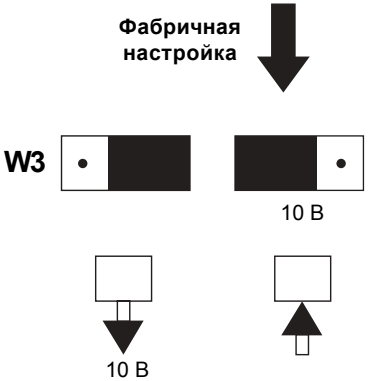

Рис. 37 Настройка прямого или обратного действия.
4.2.3 Настройка переключателя W3 (прямое или обратное действие, Рис. 37)